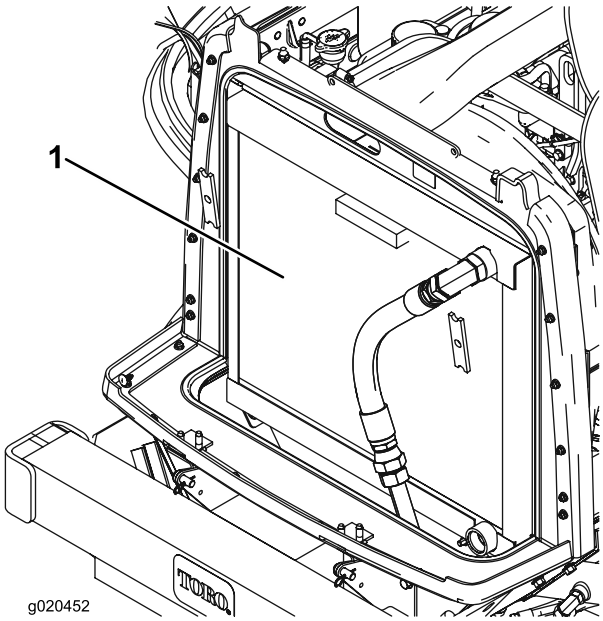

図 65
3. オイルクーラとラジエターの裏表を圧縮空気で丁寧に清掃する図 65。